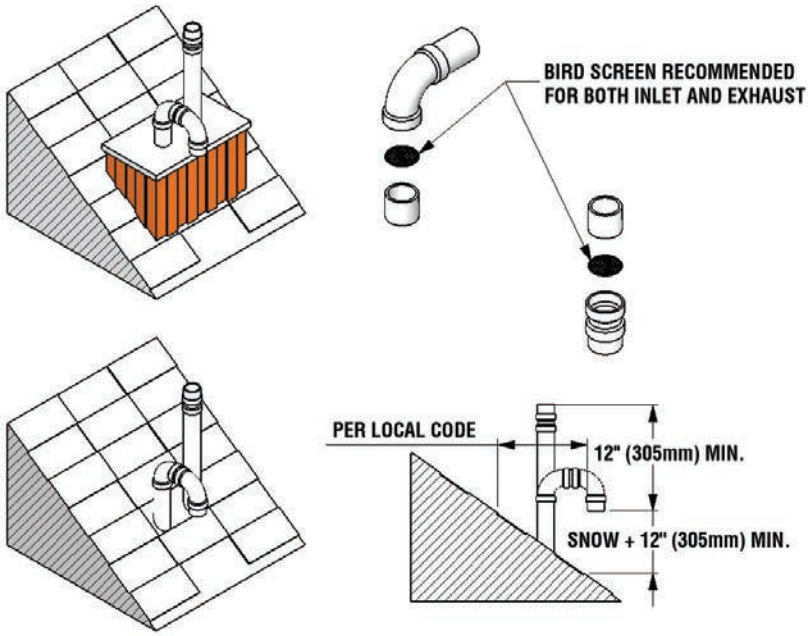

Figure 5: Rooftop vent terminal configurations
- The intake air pipe is not typically drained, so it must be terminated with a down-turned elbow *(see Figure 5).* The intake pipe does not need to penetrate the roof at the same elevation as the exhaust; lower down the roof is OK.
It is extremely important to maintain at least the minimum separation of exhaust vent termination from boiler intake air as illustrated in figures 5, 8 and 13. Failure to do so can result in a dangerous situation where exhaust gasses are re-ingested with combustion air. Damage to the boiler can result from a failure to maintain these separations. Improper installation will void the warranty.